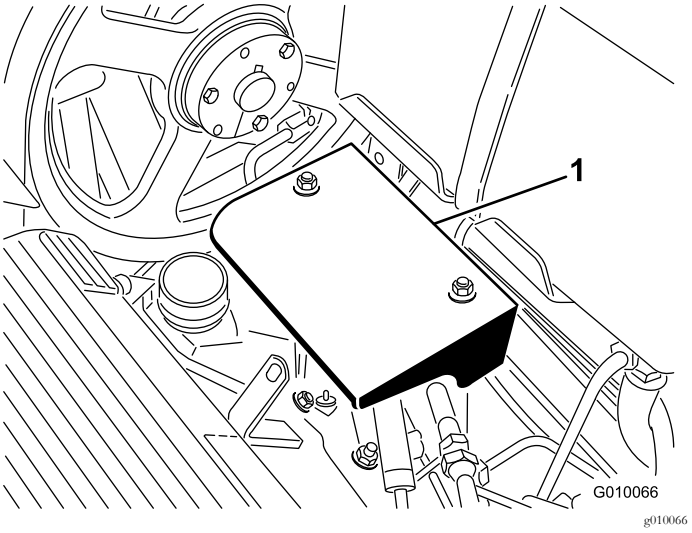

Figur 56
3. Fjern de to festemutterne på pumpeskyddet, og ta av skyddet (Figur 56).